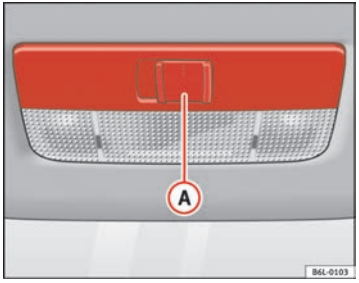

Fig. 57 Revestimiento interior del techo: iluminación delantera del habitáculo
Con el mando (A) ⇒ fig. 57 puede seleccionar las siguientes posiciones:
Desplazar el conmutador a la posición O ⇒ fig. 57.